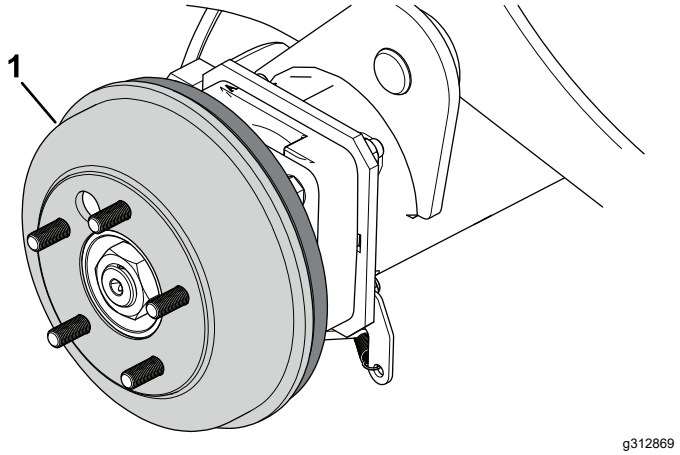

**Figuur 75**
4. Verwijder de remtrommels (Figuur 75) manueel.